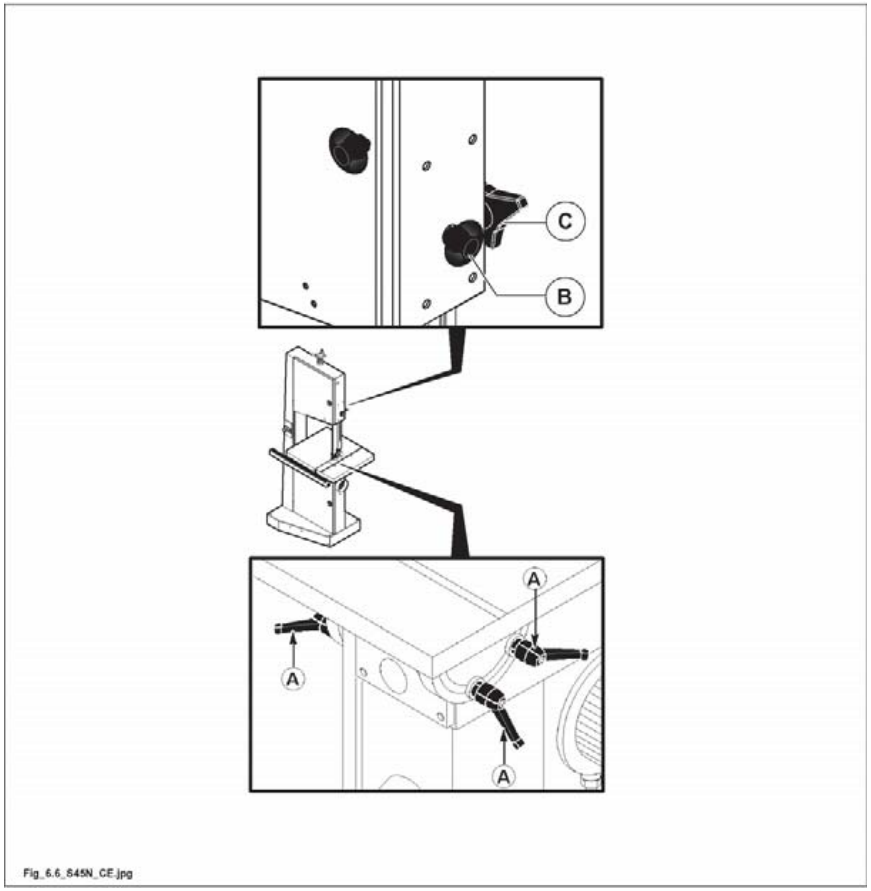

Fig. 6.6
- Slightly loosen the levers (A fig. 6.6) and tilt the worktable to the required position.
When the adjustment is complete, tighten the levers (A fig. 6.6) again.
- Loosen the lock (B fig. 6.6) and adjust the height of the upper blade guide with the knob (C fig. 6.6).
- When adjustment is completed, tighten knob (B fig. 6.6).